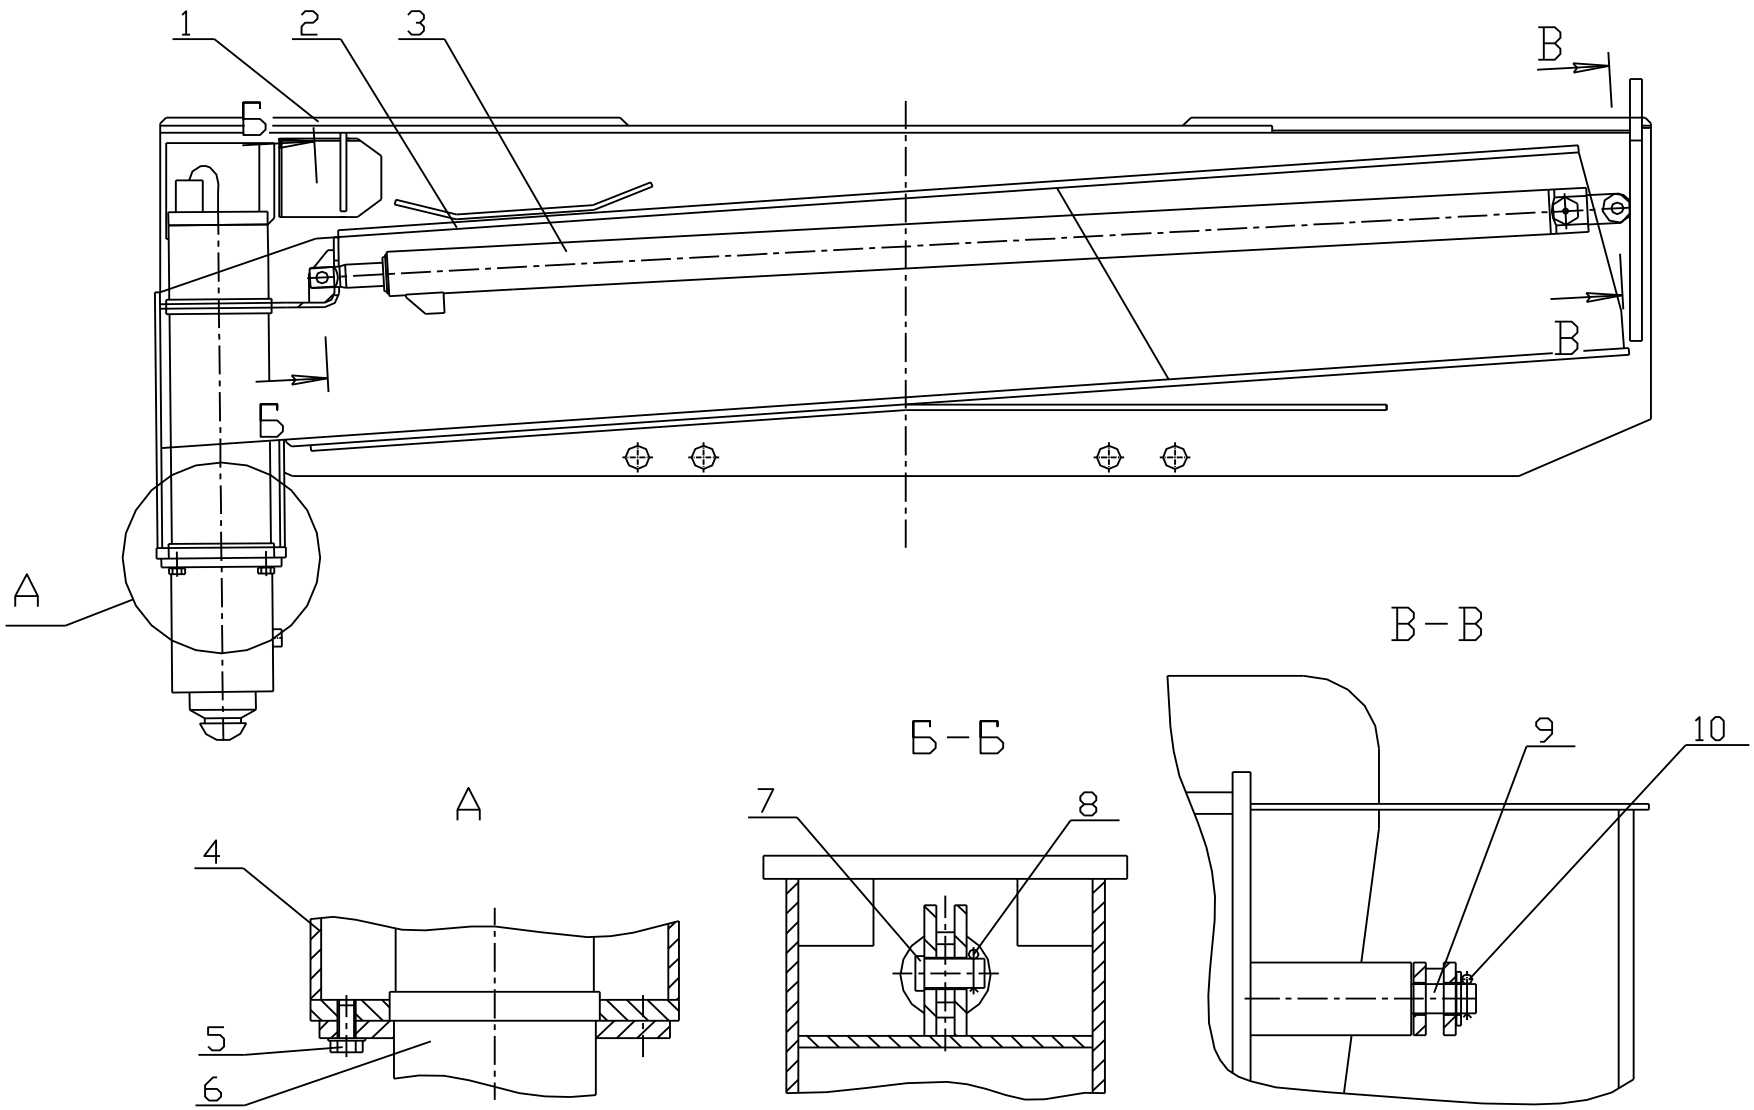

Рис. 12.1 Опора выдвижная
3.Отсоединить проушину, сняв шплинт 10, шайбу (рис.12.1, сечение В-В), предварительно подложив под гидроцилиндр деревянный брусок во избежание повреждения трубопроводов при демонтаже гидроцилиндра.
5.Отсоединить проушину штока, сняв шплинт 8, шайбу и ось 7 (рис.12.1, сечение Б-Б).